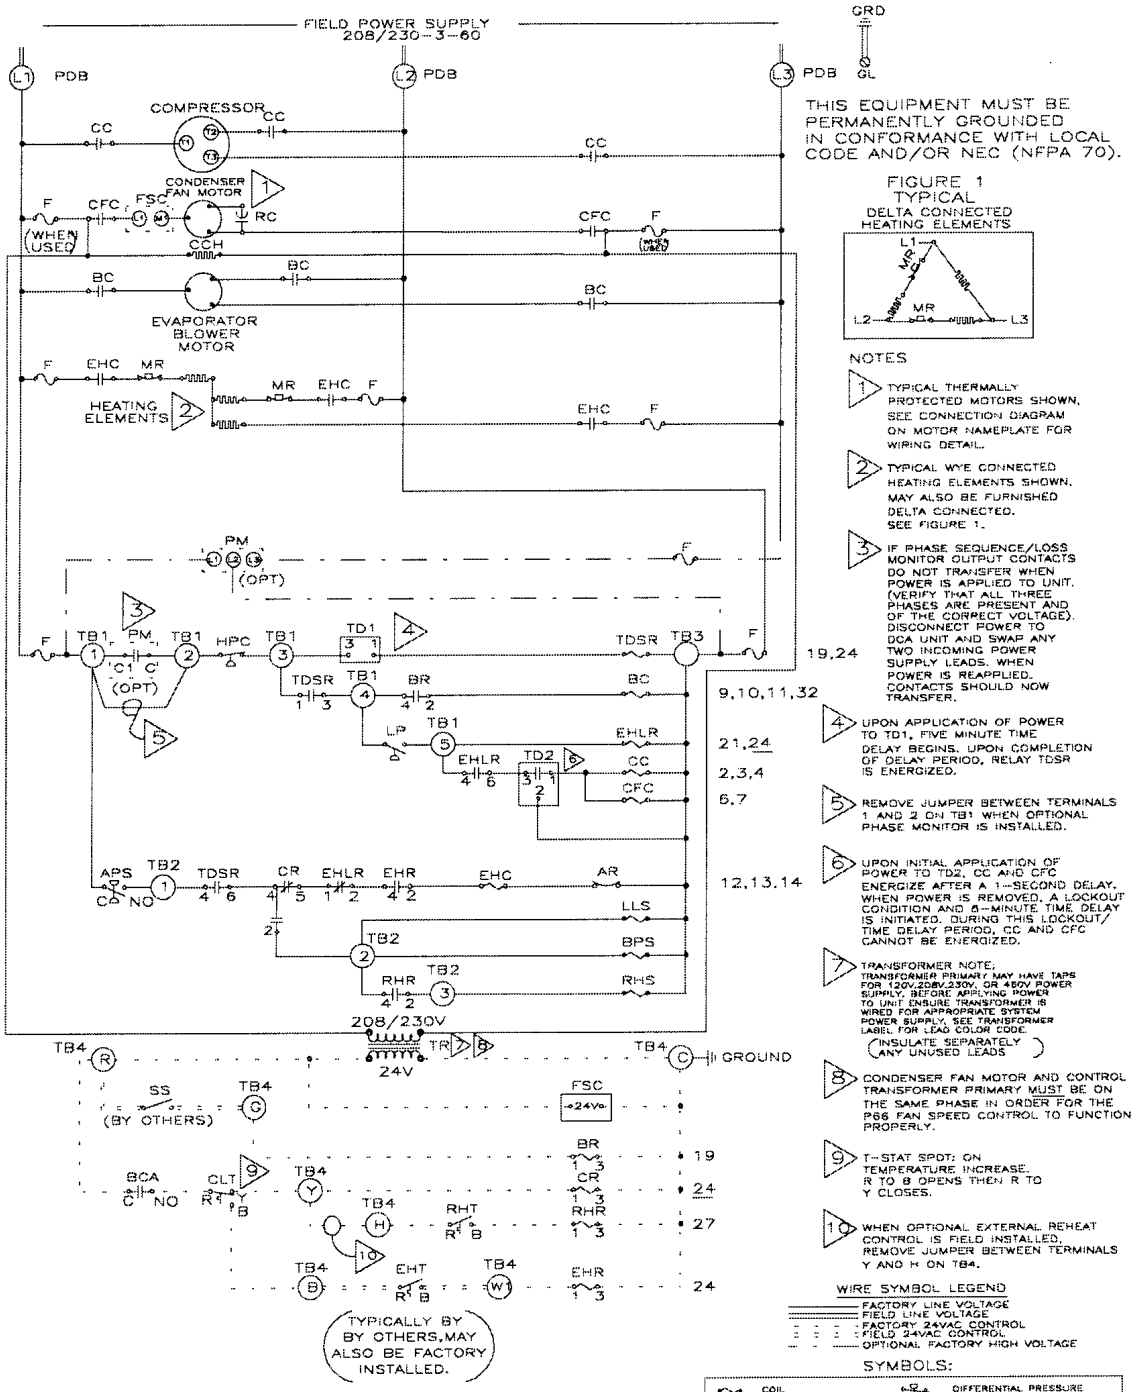

FIGURE 1
2. TYPICAL WYE CONNECTED HEATING ELEMENTS SHOWN. MAY ALSO BE FURNISHED DELTA CONNECTED. SEE FIGURE 1.